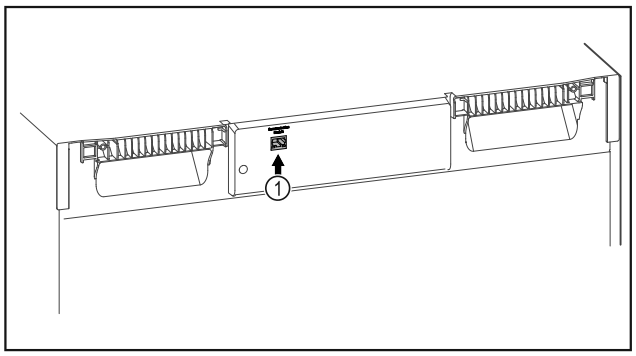

*Fig. 103*
❑ SmartModule *Fig. 103 (1)* este instalat.